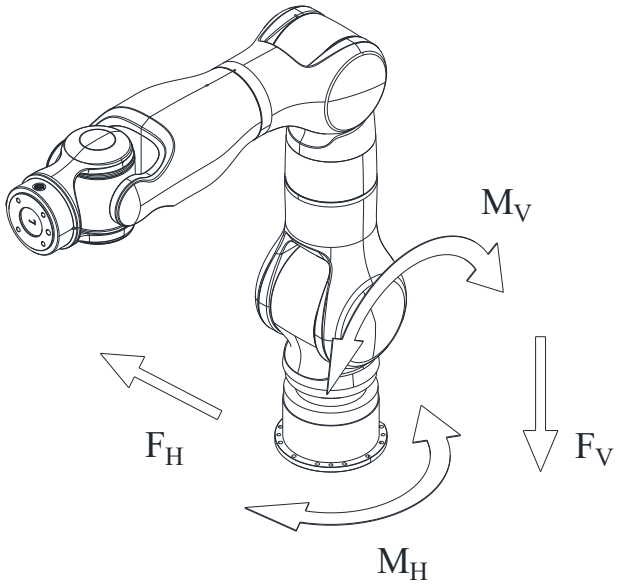

图 2-5 机器人对安装面的作用力示意
- 本系列机器人支持任意角度安装，以其余角度安装时，机器人的固定方式与图 2-5 相同。